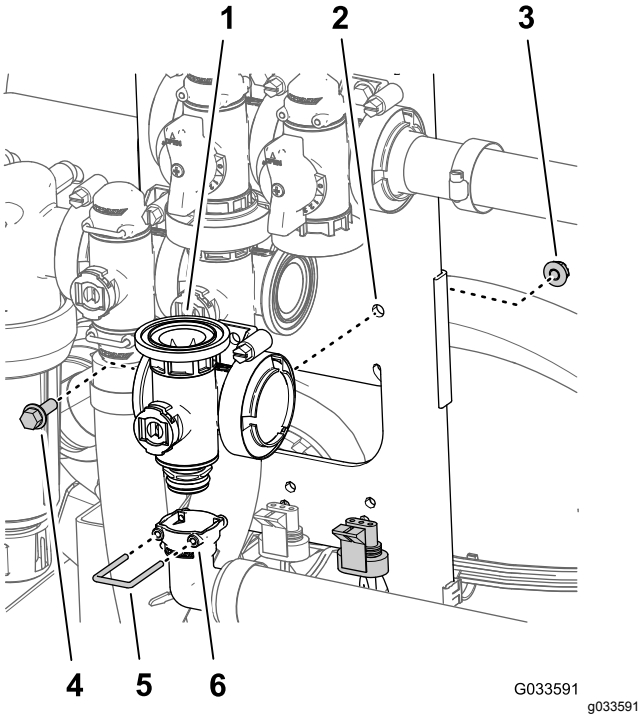

Figur 127
5. Ret stikket på 90°-udgangsfittingen på koblingsfittingen ind efter bunden af manifolden til hovedbommens ventil (Figur 127).
6. Fastgør udgangsfittingen på koblingsfittingen ved at indsætte en holder i udgangsfittingens stik (Figur 127).